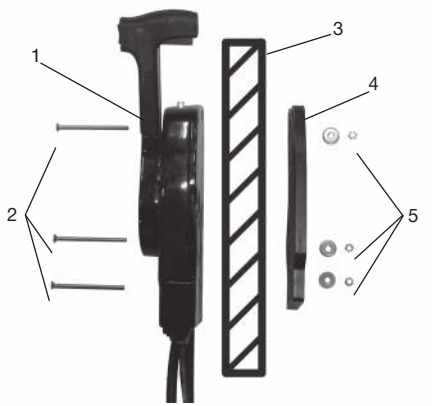

Рис. 16 Крепление блока дистанционного управления
5. Установите рычаг управления в нейтральное положение (Рис. 16).
Закрепите блок дистанционного управления на борту лодки. Просверлите в борту лодки выше ватерлинии три отверстия, используя как шаблон отверстия в крепежной пластине 4. Совместите отверстия в корпусе блока 1, борту 3 лодки и крепежной пластине 4, вставьте в отверстия винты 2, установите шайбы и закрутите гайки 5 (Рис. 16).